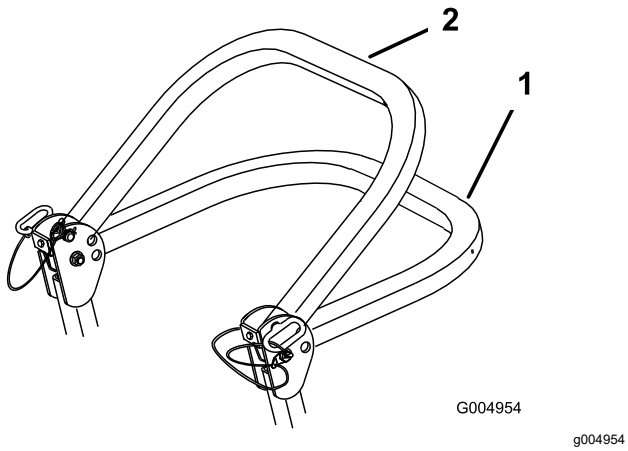

Figure 8
2. Faites pivoter l'arceau de sécurité à la position abaissée (Figure 8).
Remarque: La position abaissée est à 2 niveaux ; voir Figure 8.